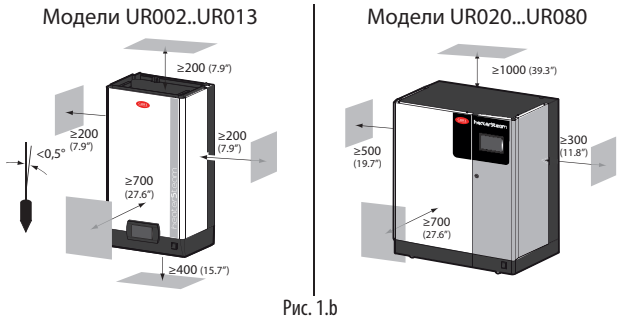

Рис. 1.b
- Увлажнитель устанавливается в вертикальном положении с проверкой уровня по уровнемеру; вокруг него необходимо оставлять достаточно свободного пространства (см. Рис. 1.b) для проведения работ по техобслуживанию.